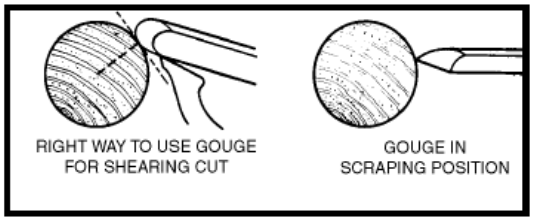

Fig 16
3. The tool is held well up on the work, with the bevel or grind tangent to the revolving surface (Fig. 19). This position will give a clean shearing cut. When pushed straight into the work (Fig. 16), the gouge has a scraping action, (normally a poor practice in spindle turning). The roughing cut is continued until the work approaches 1/8” of the required diameter. Once a cylindrical form has been obtained, the turning speed can be moved to the second or third speed setting.